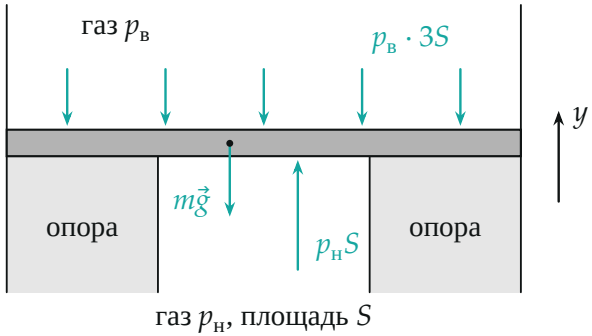

Рис. 2. Силы на поршень в момент отрыва: снизу газ давит только на площадь S, сверху — на 3S; реакция опор равна нулю.
2. Второй закон Ньютона для поршня в проекции на ось y в момент отрыва: ускорение ноль, сила реакции опор обратилась в ноль (рис. 2):